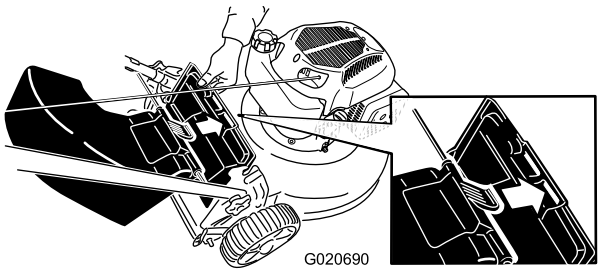

Figur 21
3. Sett tappen på den bakre utslippsavlederen i det høyre sporet i den bakre avlederen (Figur 21).